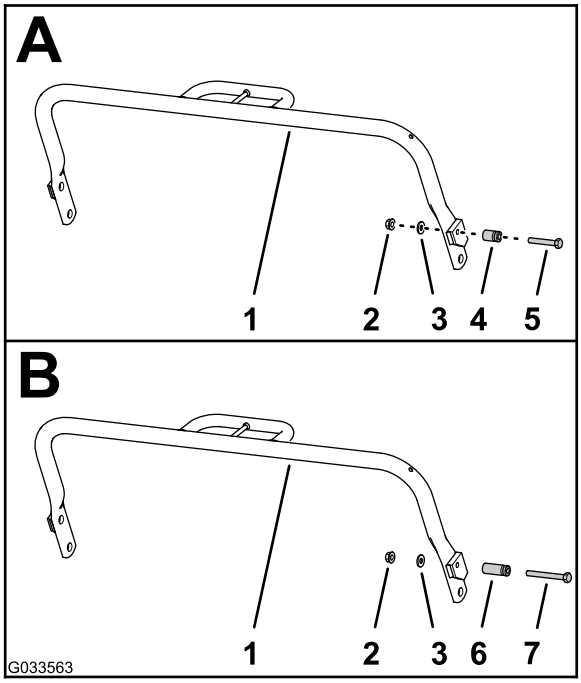

Figure 3
3. Retirez l'écrou à embase, la rondelle, le tenon de ressort existant (1 po) et la vis (5/16 x 2 po) du côté droit de la béquille (A de Figure 3).
4. Fixez le tenon de ressort (1-3/4 po) sur la béquille à l'aide de la vis (5/16 x 2-3/4 po) neuve, comme montré en B de la Figure 3.
5. Fixez le tenon de ressort sur la béquille à l'aide de l'écrou à embase et de la rondelle que vous avez conservés à l'opération 3 (B de Figure 3).